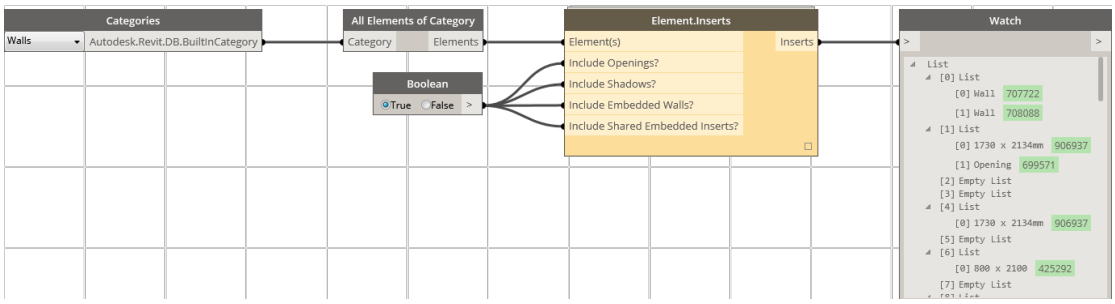
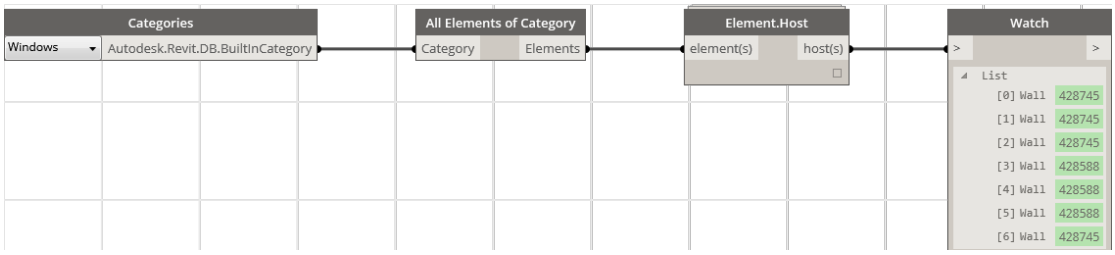

Fig. 6: Finding inserts in walls
Fig. 7: Finding the walls a collection of windows is hosted in
- Finding inserts (e.g. doors and windows that are hosted in walls, see Fig. 6) or hosts (e.g. the wall a given window or door is hosted in, see Fig. 7)[39]